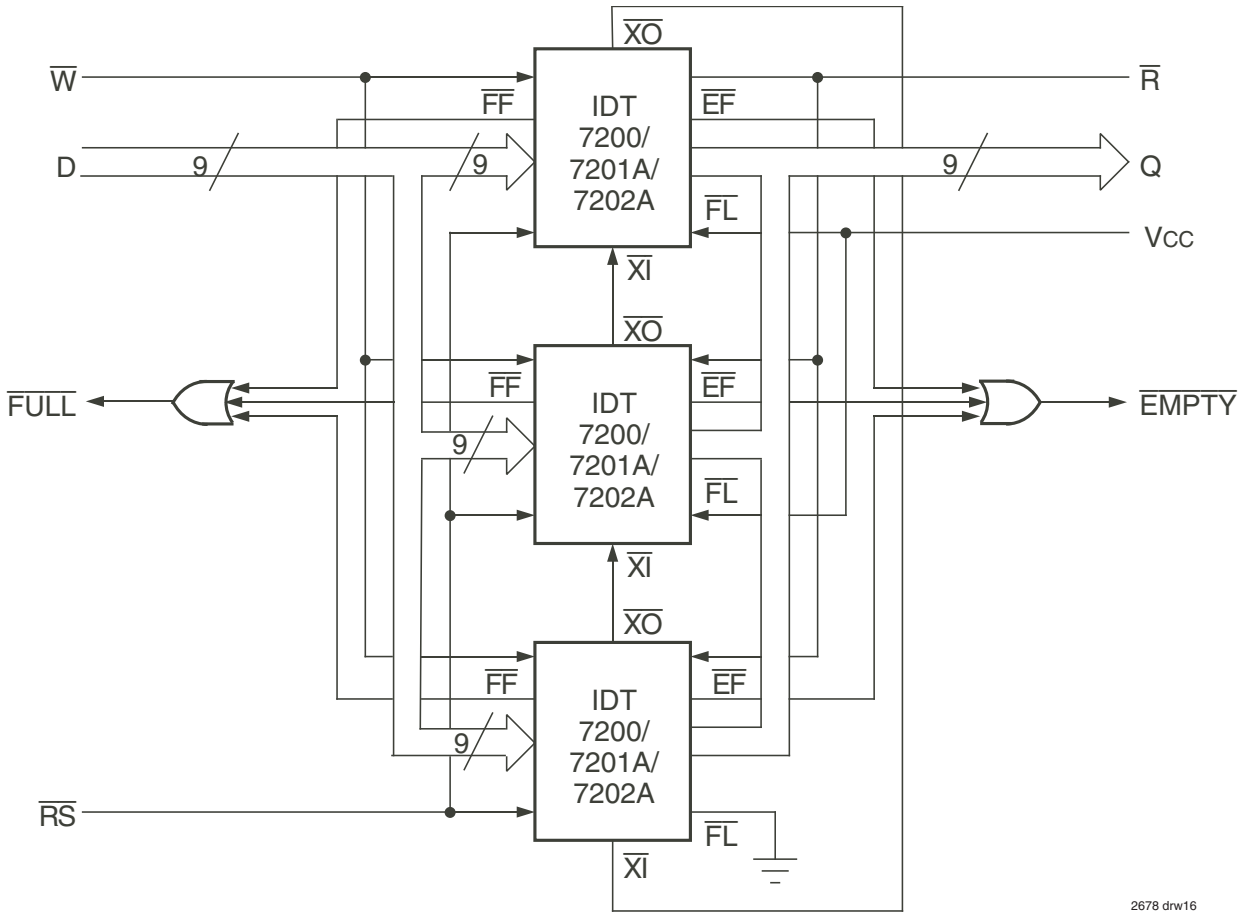

*Figure 14. Block Diagram of 768 x 9, 1,536 x 9, 3,072 x 9 FIFO Memory (Depth Expansion)*
The IDT7200/7201A/7202A can easily be adapted to applications when the requirements are for greater than 256/512/1,024 words. Figure 14 demonstrates Depth Expansion using three IDT7200/7201A/7202As. Any depth can be attained by adding additional IDT7200/7201A/7202As. These FIFOs operate in the Depth Expansion mode when the following conditions are met:
3. The Expansion Out ($\overline{XO}$) pin of each device must be tied to the Expansion In ($\overline{XI}$) pin of the next device. See Figure 14.
4. External logic is needed to generate a composite Full Flag ($\overline{FF}$) and Empty Flag ($\overline{EF}$). This requires the ORing of all $\overline{EF}$s and ORing of all $\overline{FF}$s (i.e. all must be set to generate the correct composite $\overline{FF}$ or $\overline{EF}$). See Figure 14.
1. $\overline{XI}$ is connected to $\overline{XO}$ of previous device. See Figure 14. $\overline{RS}$ = Reset Input, $\overline{FL}/\overline{RT}$ = First Load/Retransmit, $\overline{EF}$ = Empty Flag Output, $\overline{FF}$ = Full Flag Output, $\overline{XI}$ = Expansion Input, $\overline{HF}$ = Half-Full Flag Output
1. For depth expansion block see section on Depth Expansion and Figure 14.